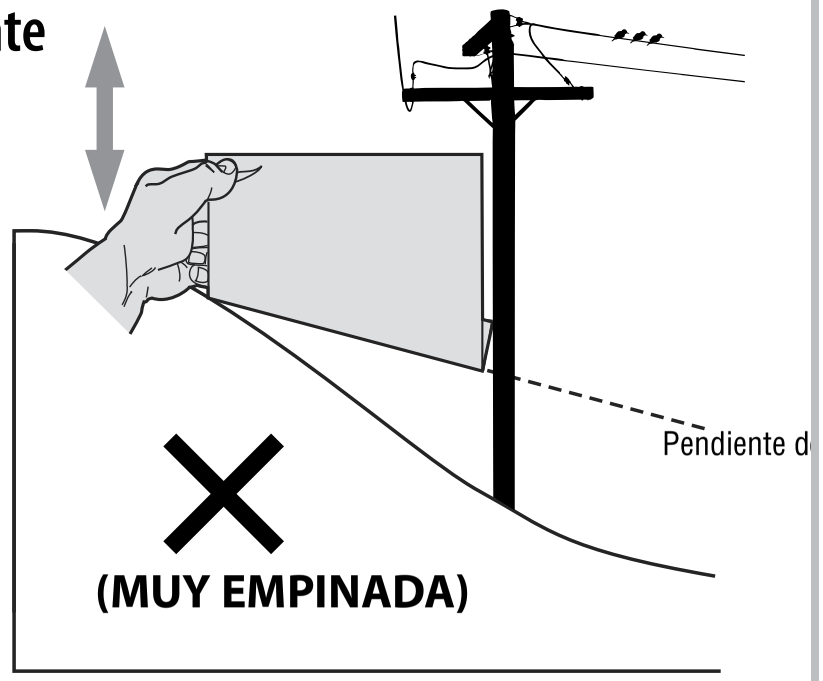

Figura 2
5. Si hay una separación debajo del indicador, la pendiente es demasiado empinada para operar con seguridad (vea la Figura 2 anterior).